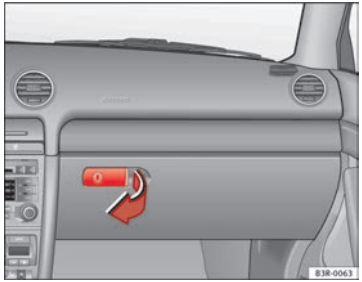

Fig. 138 Glove compartment
– Pull the handle on the lid in the direction indicated (arrow) ⇒ fig. 138 and open the lid.